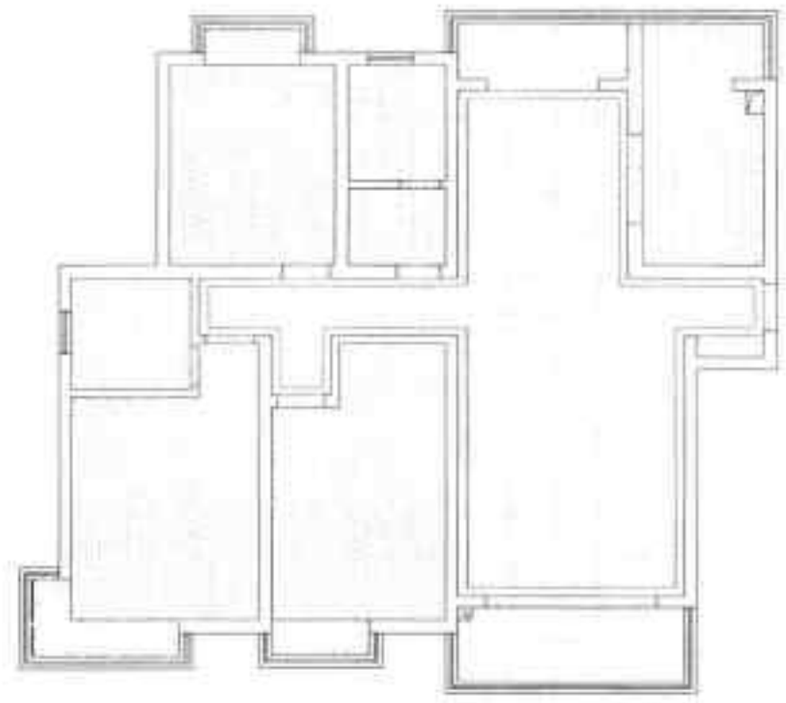

图19-51 填充过门石、飘窗区域
Step 08 执行“填充”命令，选择“AR-CONC”图案，设置比例为 1.5，选择过门石、飘窗区域填充，如图 19-51 所示。